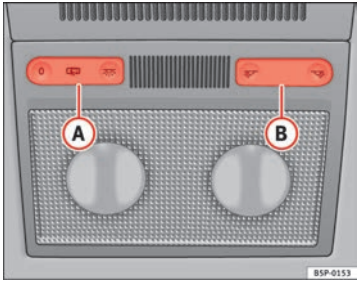
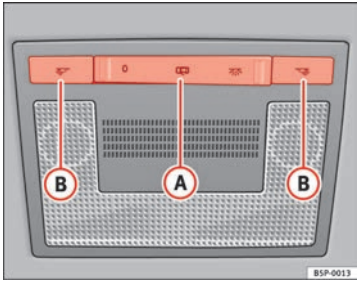

Abb. 78 Ausschnitt aus Dachhimmel: Innenleuchten vorne Typ 1
Abb. 79 Ausschnitt aus Dachhimmel: Innenleuchten vorne Typ 2
Drücken Sie die entsprechende Taste ⇒Abb. 78 (B) und ⇒Abb. 79 (B), um die Leseleuchte einzuschalten.